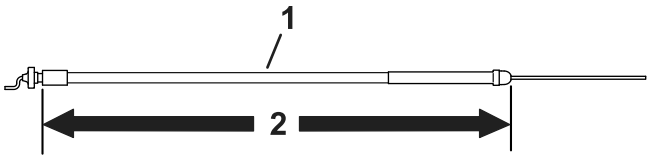

Figur 6
- Brug gaskablet, der er 172,2 cm langt, til traktionsenheder med modelnr. 04056. Se Figur 6.